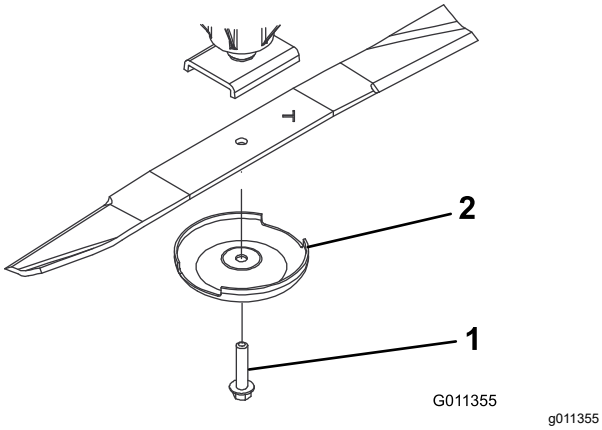

Figur 123
3. Fjern knivbolten, antiskalperingsvernet og kniven fra spindelakselen (Figur 123).